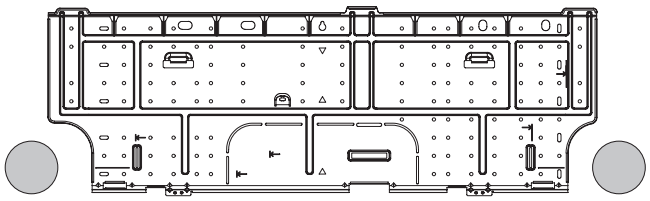

Fig. 3-10
(1) Fixe o painel traseiro na parede com os 8 parafusos fornecidos. (Fig. 3-10)